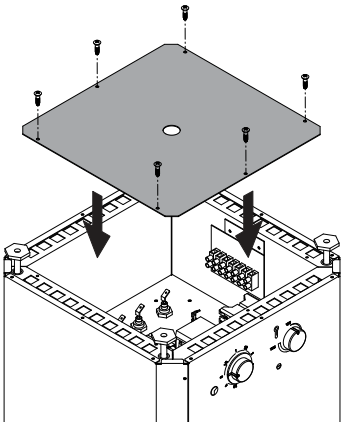

Abb. 6
- Anschlusskasten mit dem Deckel mittels der Schrauben verschließen (Abb. 6). Anschlussleitung mit Kabelverschraubung sichern.